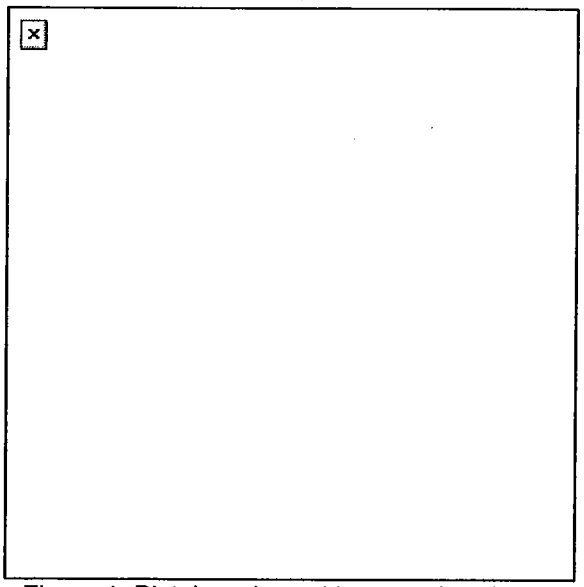

Figure 1. Pistol ready position, one-hand grip.
d. Wrap your lower three fingers around the grip, putting equal pressure to the rear with all three fingers (Figure 1).